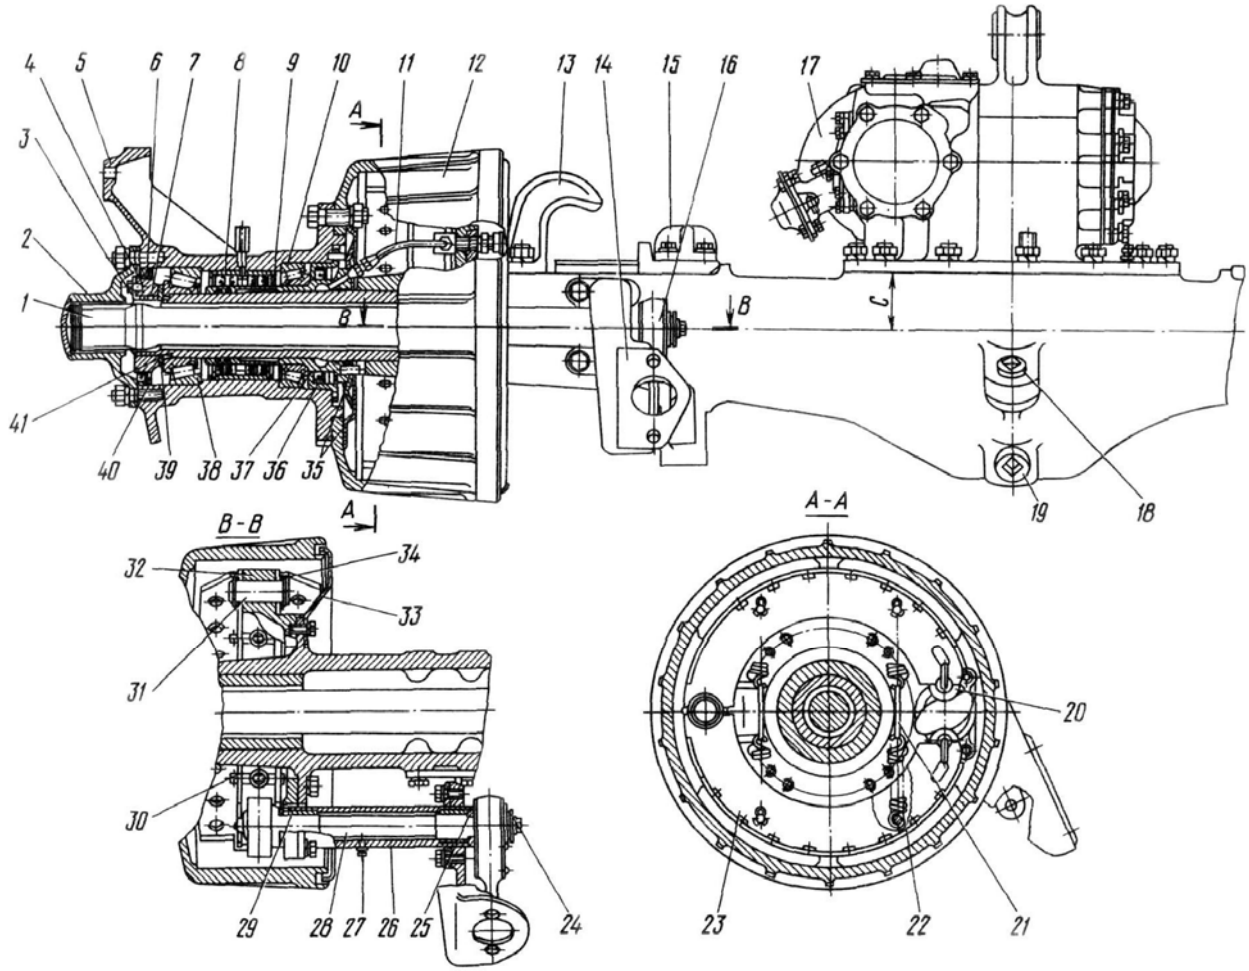

Рис.26. Задний (средний) мост:
Устройство заднего (среднего) моста показано на рис. 26.
1. Отверните болты крепления буферов 15 (см. рис.26) к картеру моста и болты крепления защитных дисков 33 к суппорту 32. Снимите буфера и защитные диски.
13. Взявшись двумя руками за обод верхней тормозной колодки 23 (рис.26), (расположив ладони на накладках), потяните колодку от суппорта 32 вверх и на себя и, преодолевая натяжение стяжных пружин 22, снимите тормозные колодки в сборе с пружинами.